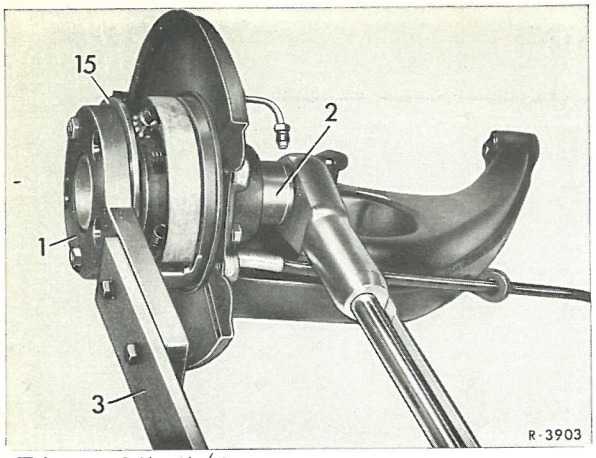

Fig. 35-5/2
5 Notmøtrikken på bagakselflangen afsikres. Montagepladen (1) forlænges med armen (3), og spændes på flangen med hjulboltene, hvorefter den afstøttes på værkstedsbænken. Notmøtrikken kan nu løsnes med notmøtriknøglen (2) (fig. 35-5/2). Når notmøtrikken skal løsnes, kan man også spænde montagepladen fast i en skruestik.